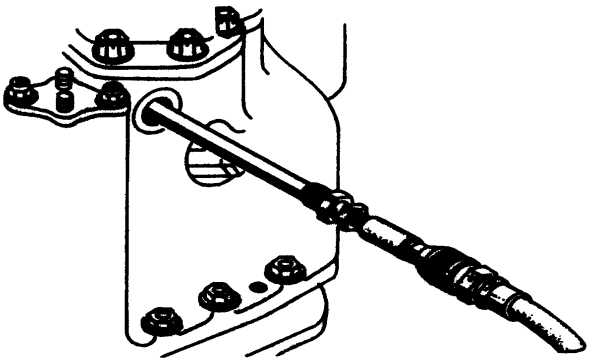

Figure 5. Releasing Propeller Brake Using 6796089 Attachment
(1) Remove plug installed in right side of reduction gear rear housing, below oil filter.
(2) Insert 6796089 attachment through plug opening (figure 5).